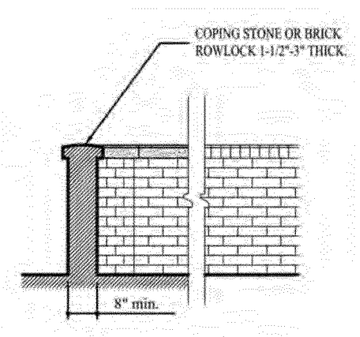

*Figure 32*
- Brick walls shall be capped with coping stone or shaped brick. The cap shall overhang the wall between 1/2” and 1-1/2” to provide an appropriate drip edge. See Figure 32.
- Dooryard, garden, or retaining walls of brick or stone shall be no less than 8” wide and capped in a rowlock course of brick, cut brick, or dressed coping stone 1-1/2” to 3” thick. See Figure 32. Dooryard or garden walls are encouraged where sidewalk grade is 4’ or more lower than the stoop or porch walking surface.